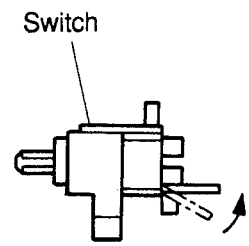

Figure 8
(2) Prepare the terminals of the switch of the new solder as shown in Figure 8.
(3) After that, insert the switch into the photo PC board, and solder the terminals.